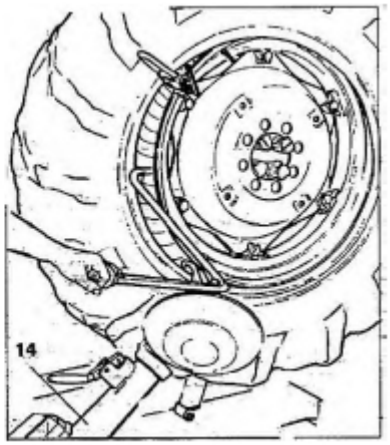

Рис. 30
23) Установите подвес держателя инструмента (14, рис. 30) в нерабочее положение.
25) Поверните шпиндель немного по часовой стрелке до тех пор, пока вы не сможете вставить направляющий рычаг борта в крепление на крюке (см. рис. 30). Этот рычаг поставляется в качестве дополнительного.